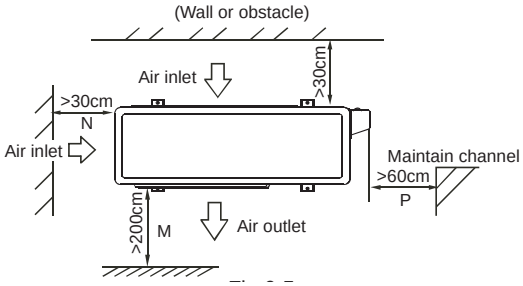

Fig. 5-5
- *The minimum distance between the outdoor unit and obstacles described in the installation chart does not mean that the same is applicable to the situation of an airtight room. Leave open two of the directions (M,N,P) (Refer to Fig.5-5)*